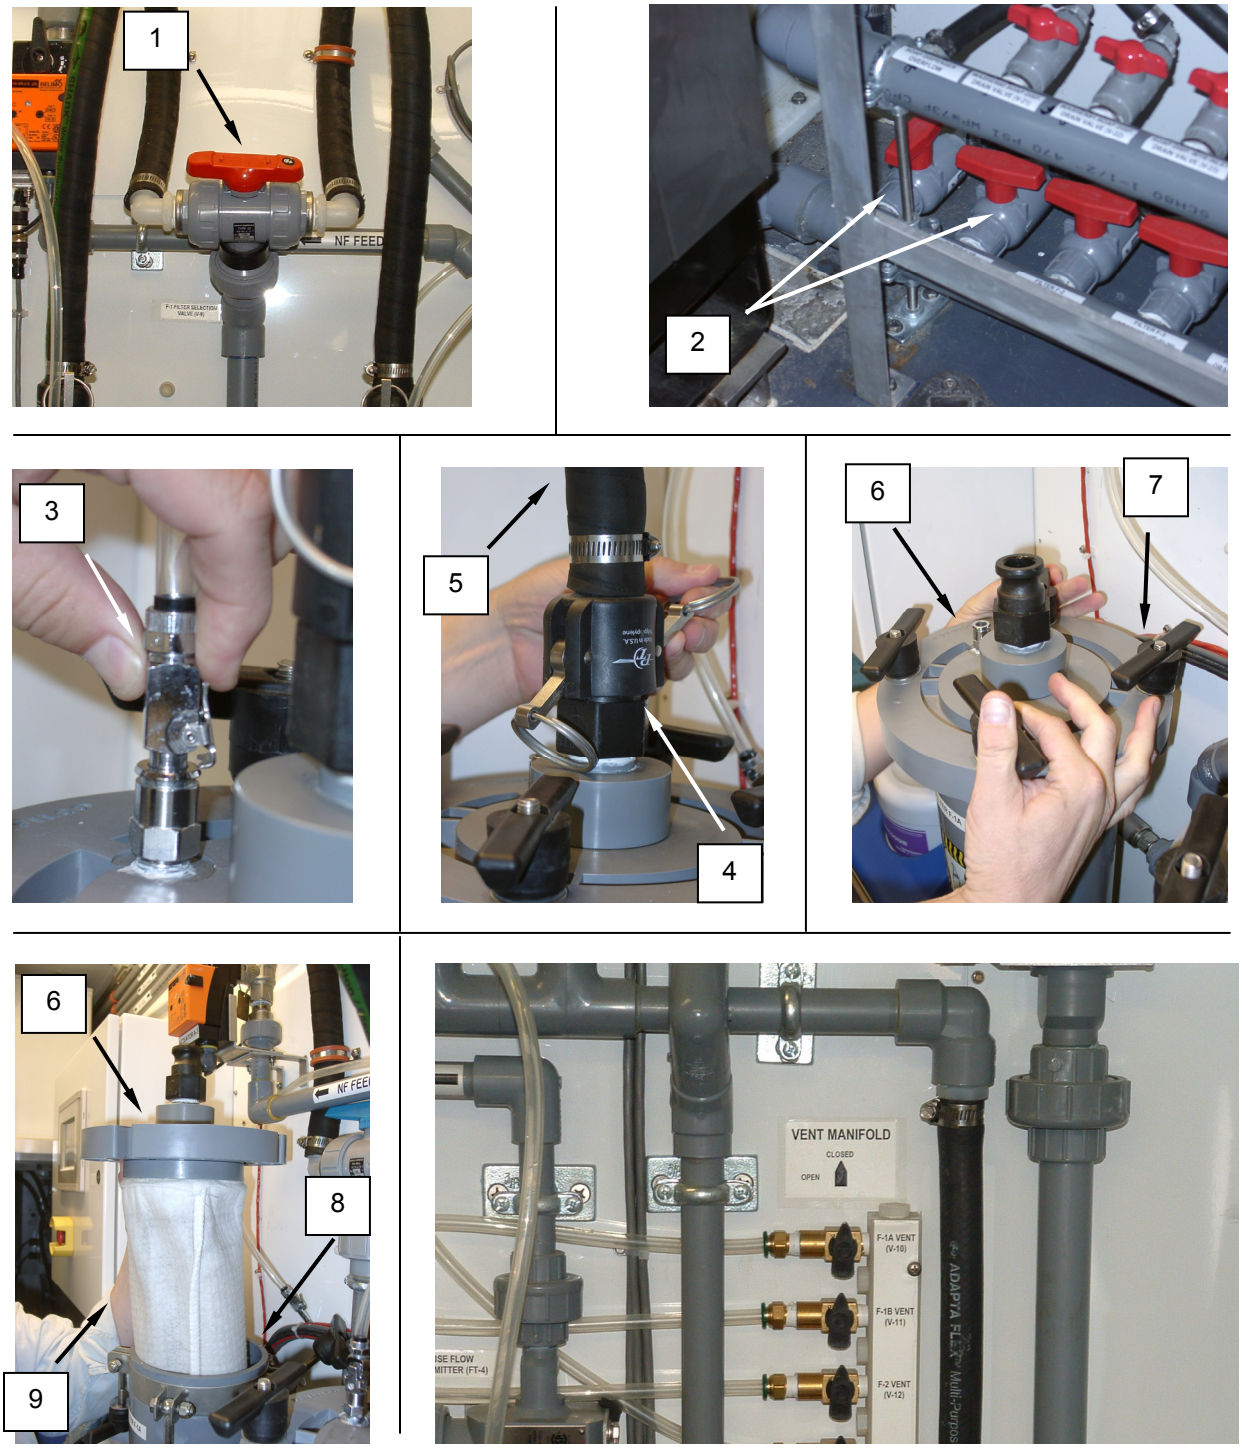

Figure 1. Inspect the Filter Elements (Socks).
4. Disconnect the filter vent hose **(Figure 1, item 3)**.
6. Disconnect the QD fitting **(Figure 1, item 4)** and hose **(Figure 1, item 5)** from the filter cap **(Figure 1, item 6)**.
7. Loosen and remove the knobs **(Figure 1, item 7)** securing the filter cap **(Figure 1, item 6)** to the filter housing **(Figure 1, item 8)**, and remove the filter cap, with filter **(Figure 1, item 9)**, from the filter housing.
8. Inspect the filter fabric **(Figure 1, item 9)** for unraveling threads at the sock seam, and for thinning or wear of the filter fabric.